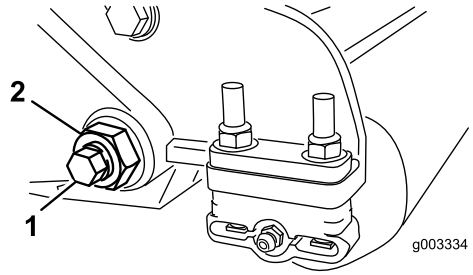
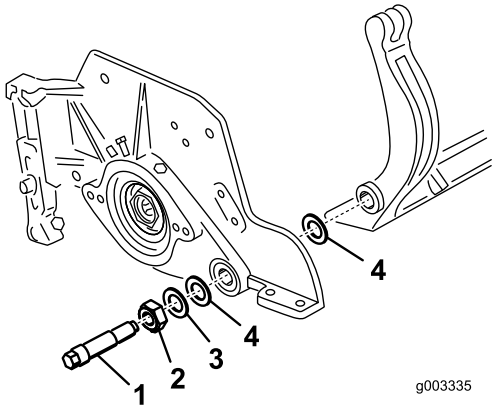
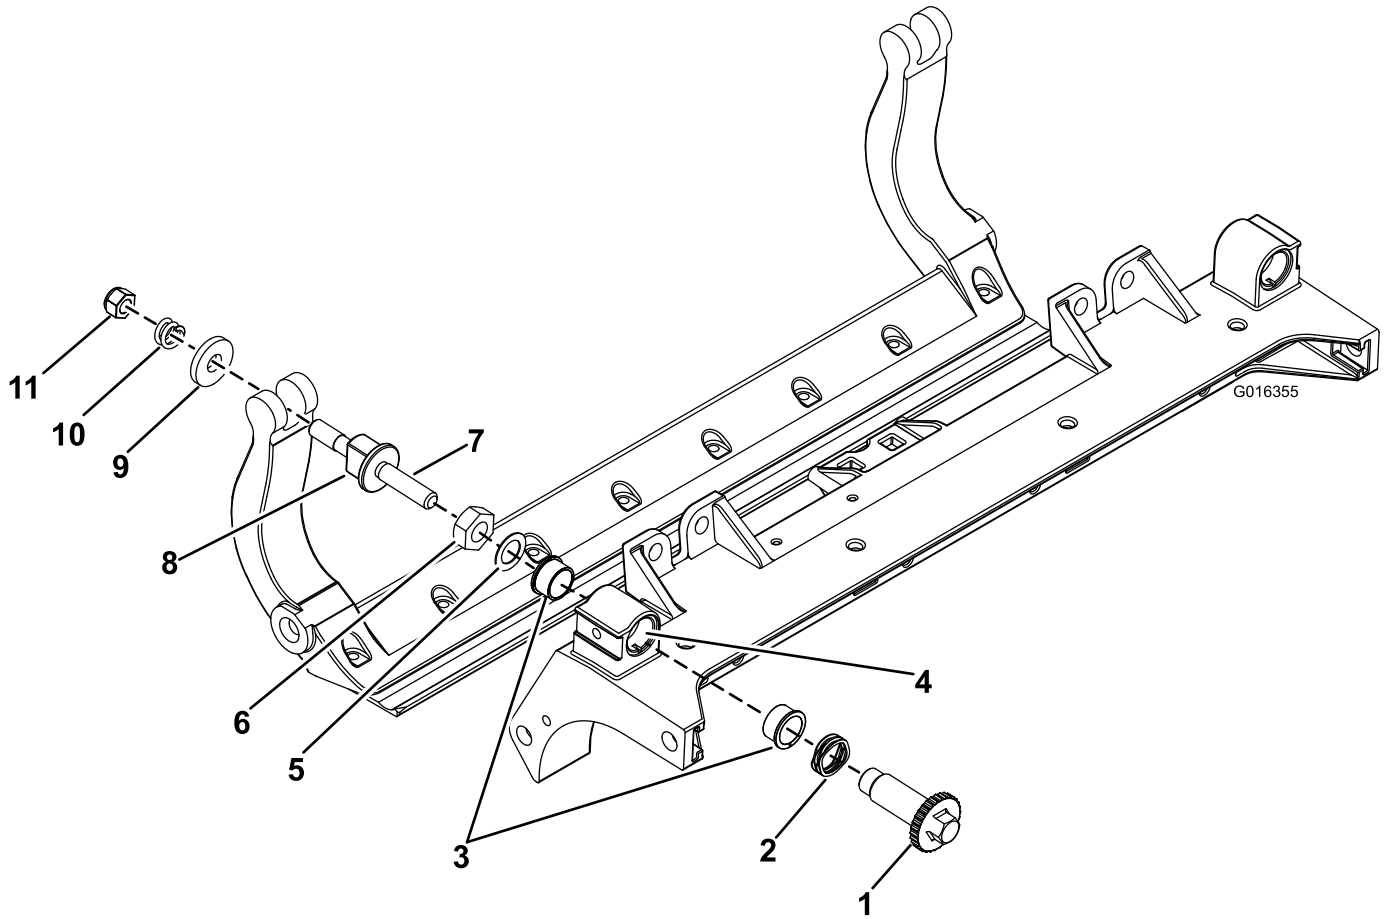

Figur 29
Figur 30
Figur 32
3. Løsne låsemutteren som fester motstangsbolten på begge sider av maskinen (Figur 29).
4. Fjern begge motstangsboltene slik at motstangen kan dras nedover og fjernes fra maskinen (Figur 29). Husk å ta de to skivene av nylon og den ene skiven av stanset stål på hver side av motstangen med i beregningen (Figur 30).
2. Fest motstangen på hver sideplaten ved hjelp av motstangsboltene (mutrene på boltene) og seks skiver. Plasser en nylonskive på hver side av sideplatens nav. Plasser en stålskive på utsiden av de ytterste nylonskivene (Figur 30). Trekk til motstålboltene med et moment på 27-36 N·m.
1. Fjern alle deler (se *monteringsinstruksjoner* for HD DPA-sett modellnr. 120-7230 og Figur 32).
2. Påfør Never-Seize på innsiden av hylseområdet til klippeenhetens midtre ramme (Figur 32).
3. Still nøklene på flensfôringene på linje med slissene i rammen, og monter fôringene (Figur 32).
4. Monter en bølget skive på justeringsakselen, og før justeringsakselen inn i flensfôringene i klippeenhetens midtre ramme (Figur 32).
5. Fest justeringsakselen med en flat skive og en låsemutter (Figur 32). Stram låsemutteren til 20–27 Nm.
9. Fest motstangen på hver side av sideplaten ved hjelp av motstangsboltene (muttrene på boltene) og seks skiver. Plasser en nylonskive på hver side av sideplatens nav. Plasser en stålskive på utsiden av hver nylonskive (Figur 32). Trekk til motstangsboltene med et moment på 37-45 N·m. Stram til låsemutterene til den ytre stålskiven slutter å rotere og det ikke finnes dødgang, men ikke stram til for mye eller trykk ned sideplatene. Skivene på innsiden kan ha et mellomrom (Figur 30).